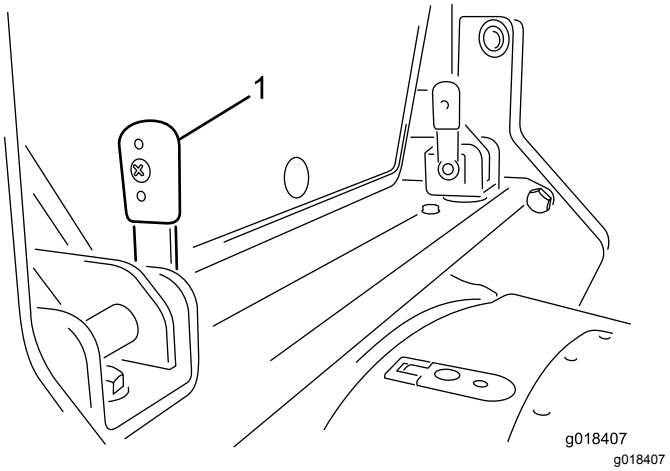

図 20
1. Rクリップを外して、キャブの後部についているロッキングレバー2本を上向きにする図 20。
3. 縦位置になっているレバー図 20を、ブラケットにセットする。